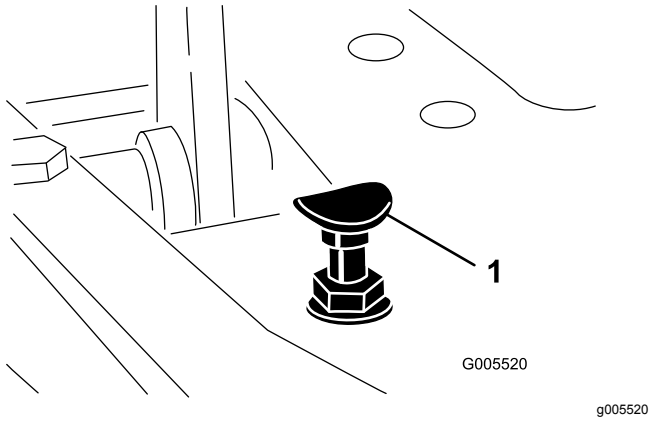

Figur 54
Du kommer upp i maximal transporthastighet genom att sätta funktionsreglaget i transportläget och trycka ned gaspedalen. Det behövs en justering om pedalen nuddar vid stoppet (Figur 54) innan anspänningen känns i kabeln:
1. Flytta funktionsreglaget till transportläget och lossa på låsmuttern som fäster pedalstoppet vid golvplattan (Figur 54).